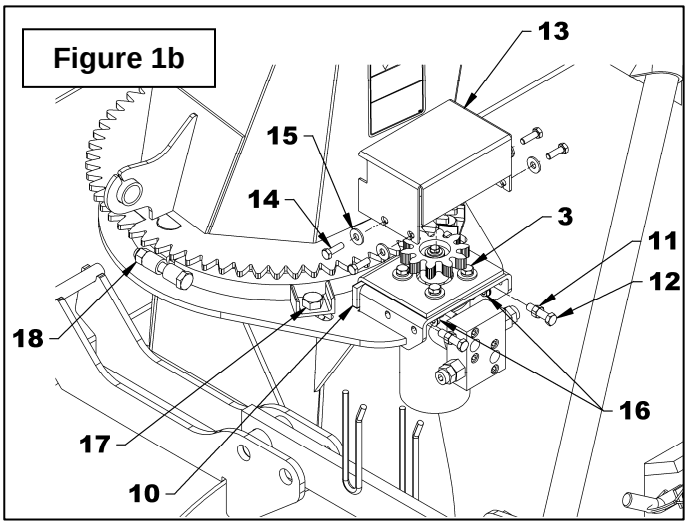

Figure 1b
4. **Figure 1b:** Ajuster la distance entre l'engrenage de la chute et celle du moteur en suivant cette procédure:
- **A.** Desserrer légèrement les deux boulons (item 17) qui maintiennent la plaque de retenue.
- **B.** Visser les deux écrous (item 18) simultanément jusqu'à ce que la distance entre les plaques de retenue et le contour de la chute soit égale.
- **C.** Resserrer les boulons (item 17) selon la ***"Table de Spécification des Couples"***.
- **D.** Ajuster les engrenages à une distance de 1/32" à 1/16" en vissant les deux boulons (item 12). Verrouiller l'ajustement à l'aide des écrous (item 11) en les déplaçant contre le fer plat d'ancrage (item 10). Serrer les quatre boulons (item 3) à 30 lb-pi (41 N-M).